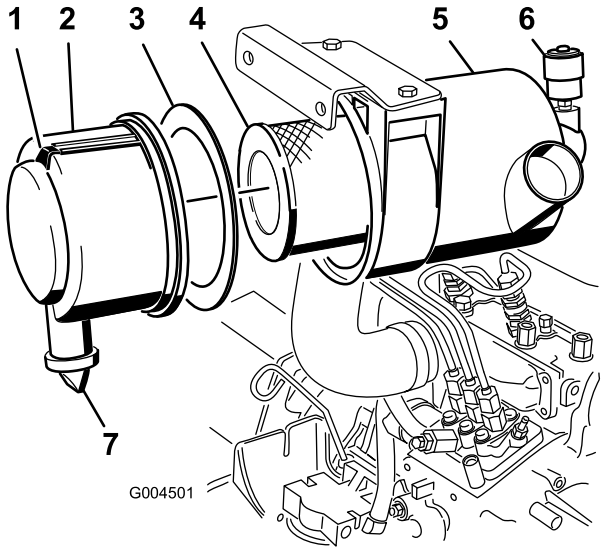

Rysunek 34
3. Wymieniaj wkład filtra powietrza, gdy wskaźnik filtra powietrza zaświeci się na czerwono lub co 400 godzin (częściej w warunkach nadmiernego zapylenia lub zanieczyszczenia (Rysunek 34).